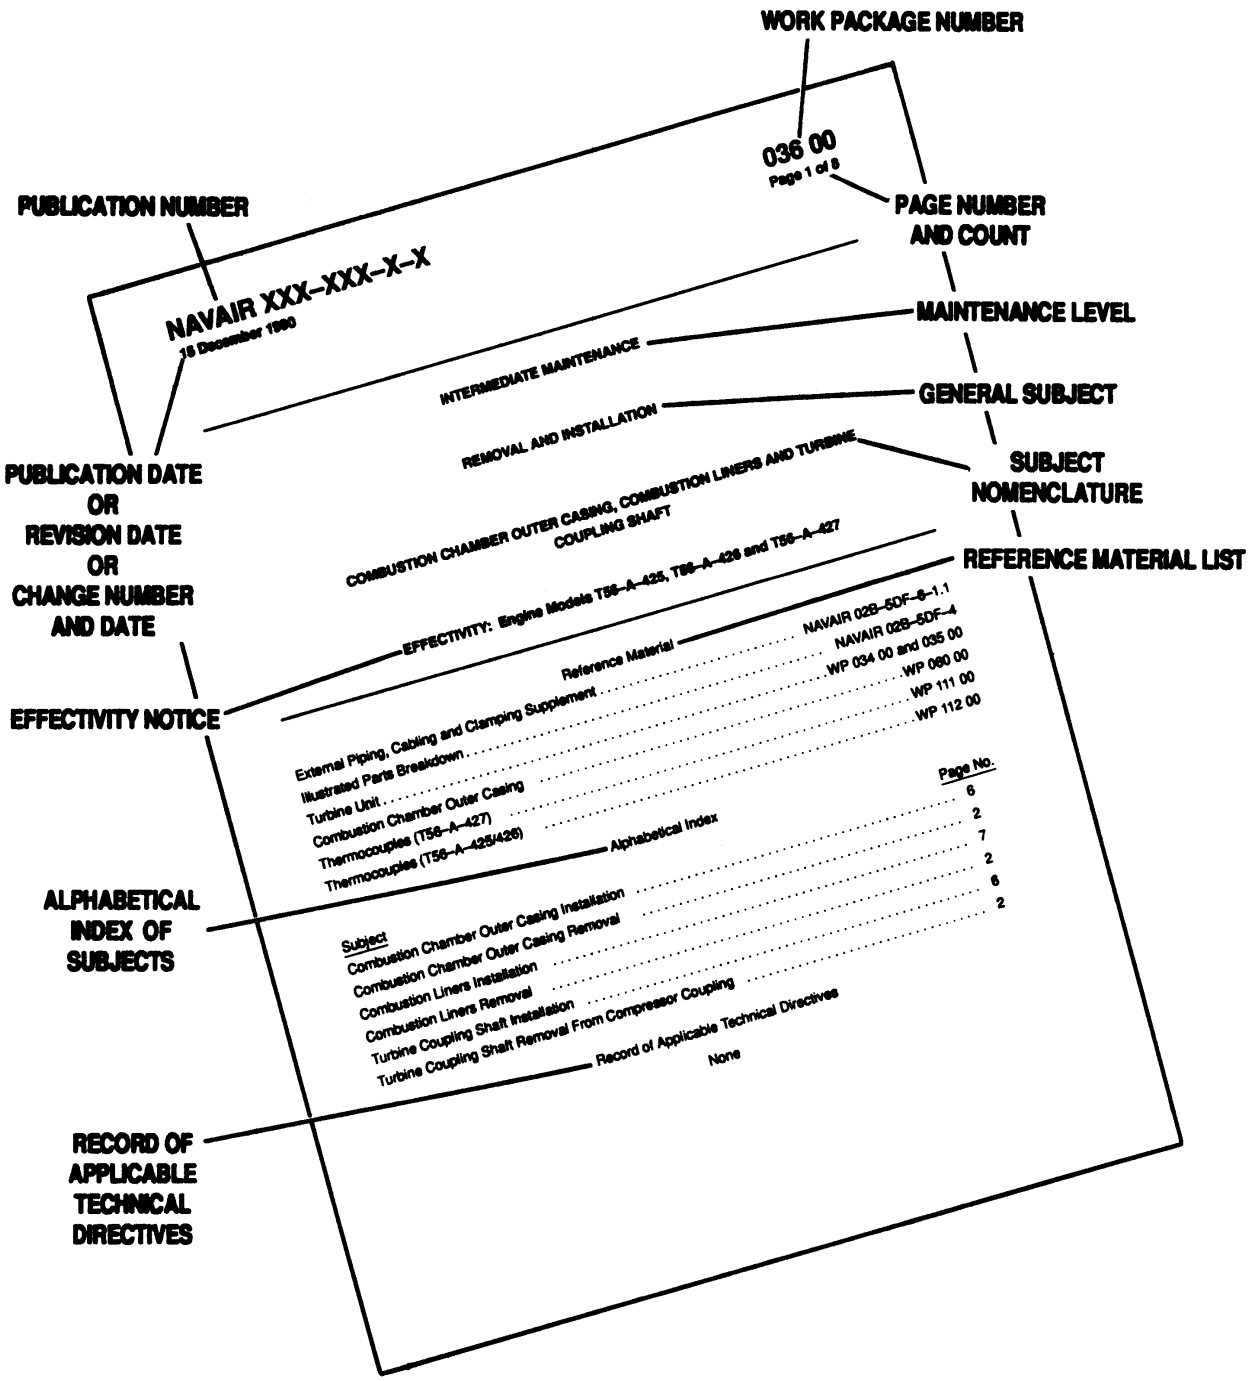

Figure 1. Work Package Title Page–Details of Standard Format
Remove nuts (4, figure 1) and washers (5) from bolts (6).
c. Remove bolts (1, figure 1 or figure 2) and spray shield baffle ring (2) from upper (3) and lower (4) spray shield.
e. Remove self–locking nuts (5), washers (6) and bolts (7) attaching engine rear mount bracket (8) to rear mount plate (9).
g. (T56–A–425 and –426) Remove splitline bolts (10, figure 1) and nuts (11) from engine side mount aft bracket (12), engine rear mount bracket (8) and spray shield pressure oil connection bracket (16) and remove brackets.
j. (T56–A–425 and –426) Remove engine side mount piloted bolt (13 figure 1) and nut (14), washer (15) and spacer (16) from engine side mount forward bracket (17) as required for inspection or replacement.